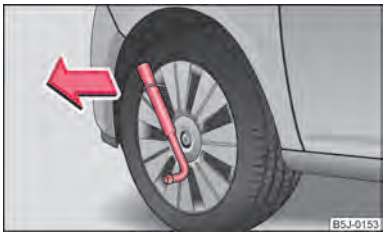

Fig. 140 Smontare il copriruota
– Introdurre la chiave attraverso la staffa, sostenere la chiave sul pneumatico e rimuovere la mascherina ⇒ fig. 140.